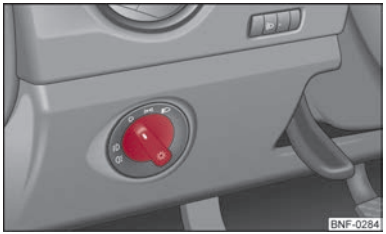

Fig. 20 Dash panel: Light switch
– Turn the light switch ⇒ Fig. 20 into position ⊷.
On vehicles fitted with **right-hand steering** the position of the switches differs to some extent from the position shown on ⇒ Fig. 20. The symbols which mark the switch positions are identical, however.